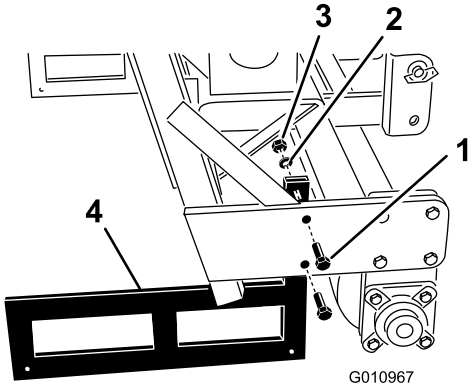

Figur 32
2. Ta bort de bultar och muttrar som fäster förvaringsstöden på varje sida av luftaren (Figur 32).